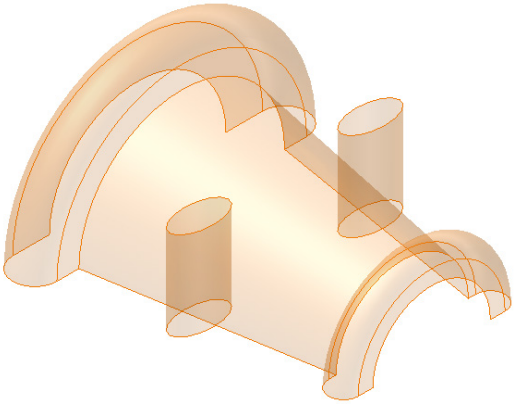

***Figure 18-55*** *Model after creating the mirror feature*
4. Select the extruded elliptical surface and then select **XY Plane** as the mirror plane. Next, choose **OK** from the **Mirror** dialog box; the feature is mirrored, as shown in Figure 18-55.